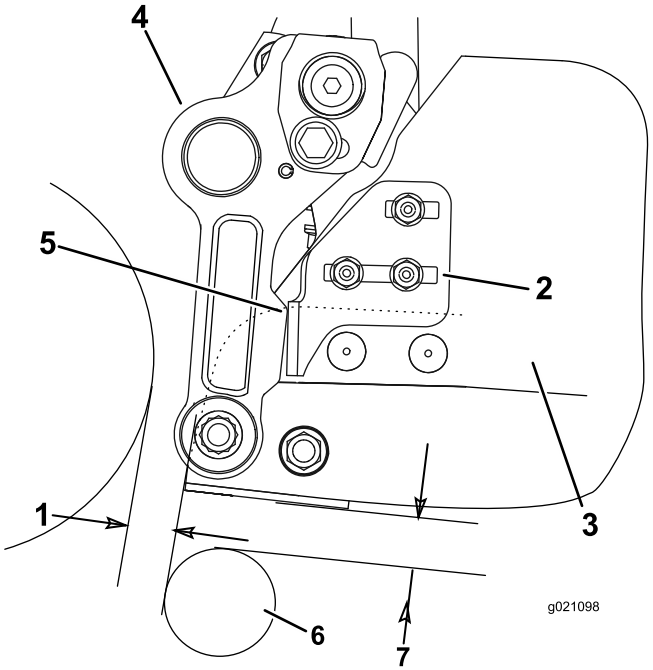

Figur 10
- Lossa vagnsbultsmuttrarna som fäster gräskorgens stoppfästen vid korgen på bägge sidorna (Figur 10).
- Placera gräskorgen så att den sitter parallellt med klippenheten med ett minimalt spel på 6 mm mellan korgens kant och cylindern (Figur 10).